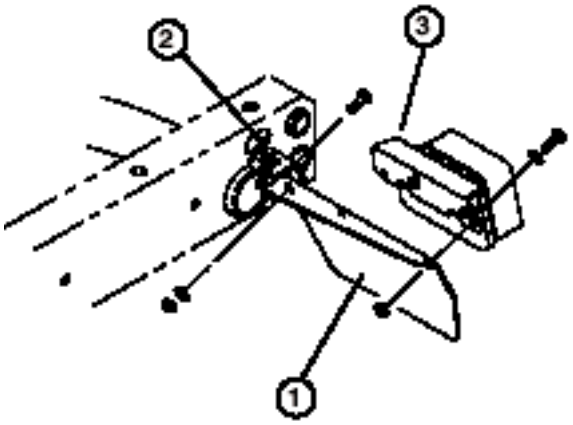

Figura 1
3. Fije la parte trasera de cada chapa de luces traseras a la parte trasera de los soportes del bastidor con un tornillo de caperuza de 5/16-18 x 1" lg., una arandela plana de 0,344" D. I. y una tuerca, según muestra la Figura 1.